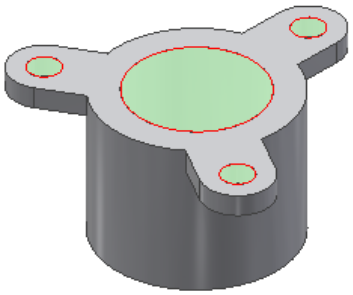

Figure 19-54 *Preview of the patching surfaces*
2. Choose the **Auto Detect** button available at the top of the dialog box; a preview of the patching surfaces is displayed in the modeling area, refer to Figure 19-54.